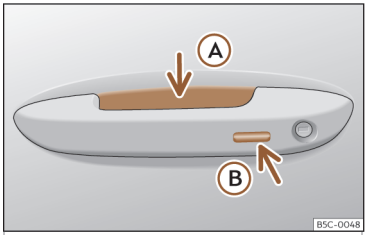

Abb. 78 Türgriff: Sensorflächen
››› **Abb. 78**
- Umfassen Sie einen der Griffe an den Vordertüren. Dabei wird die Sensorfläche ››› **Abb. 78** Ⓐ (Pfeil) im Türgriff berührt und das Fahrzeug entriegelt sich.
- Berühren Sie *einmal* die Verriegelungssensorfläche››› **Abb. 78** Ⓑ (Pfeil) am Griff an einer der Vordertüren. Die Tür, an welcher der Griff betätigt wird, muss geschlossen sein.
- Berühren Sie *einmal* die Sensorfläche ››› **Abb. 78** Ⓑ (Pfeil) am Griff an einer der Vordertüren. Das Fahrzeug ist mit der „Safe“ ››› **Seite 108**-Sicherheitssystem verriegelt. Die Tür, an welcher der Griff betätigt wird, muss geschlossen sein.
- Berühren Sie *zweimal* die Sensorfläche ››› **Abb. 78** Ⓑ (Pfeil) am Griff an einer der Vordertüren, um das Fahrzeug zu verriegeln, ohne das Sicherheitssystem „Safe“ zu aktivieren››› **Seite 108** .
- Berühren Sie die Schließtaste auf dem Funkschlüssel und berühren Sie einmal innerhalb von 5 Sekunden die Verriegelungssensorfläche am Fahrertürgriff ››› **Abb. 78** Ⓑ. Greifen Sie nicht am Türgriff, da sich das Fahrzeug sonst nicht verriegelt. Die Deaktivierung kann auch erfolgen, wenn das Fahrzeug über Fahrertürschloss verriegelt wird.
Um mit der **Komfortfunktion** alle elektrischen Seitenfenster und das Glasdach zu schließen, legen Sie einige Sekunden einen Finger auf den Verriegelungssensorfläche ››› **Abb. 78** Ⓑ (Pfeil) am Türgriff, bis die Seitenfenster und das Dach geschlossen sind.
Die Sensoren der Türgriffe können durch einen Wasser- oder Hochdruckdampfstrahl aktiviert werden, sofern sich ein gültiger Schlüssel in der Nähe befindet. Ist mindestens eines der elektrisch betriebenen Seitenfenster geöffnet und wird die Sensorfläche››› Abb. 78 Ⓑ (Pfeil) an einem der Türgriffe permanent aktiviert, schließen sich alle Fenster.
- **ODER**: Berühren Sie *zweimal* die Sensorfläche auf der Außenseite des Türgriffs ››› **Abb. 78** Ⓑ.